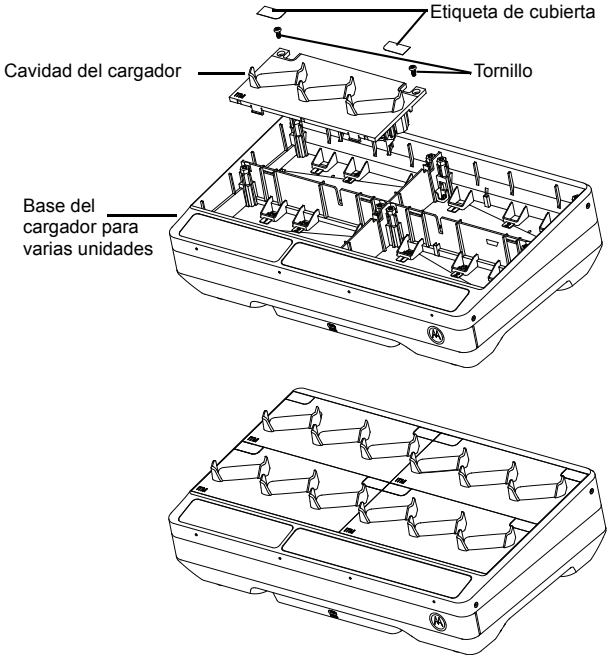

Figura 8: Instalación y extracción de la cavidad de carga.
4. Retire el arnés de la cavidad tirando hacia arriba en el conector (consulte la Figura 8).